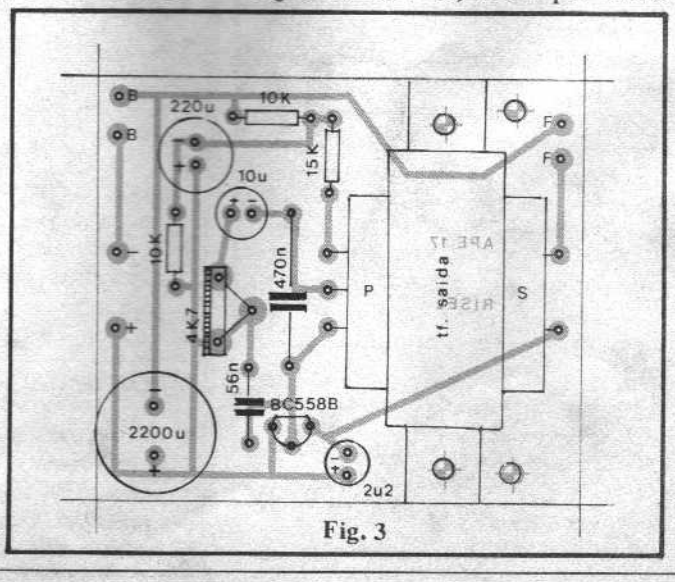

Fig. 3
A colocação e posicionamento dos componentes sobre a face não cobreada da placa estão claramente mostrados na fig. 3, que traz o "chapeado" da montagem. Observar com atenção a posição do transístor (referenciada pelo lado "chato" do componente), as polaridades dos capacitores eletrolíticos (normalmente marcadas no corpo do componente, ou codificada através do **comprimento** dos seus terminais – ver TABELÃO) e as posições relativas do primário (P) e secundário (S) do transformador (o primário apresenta 3 fios, e o secundário apenas 2...).